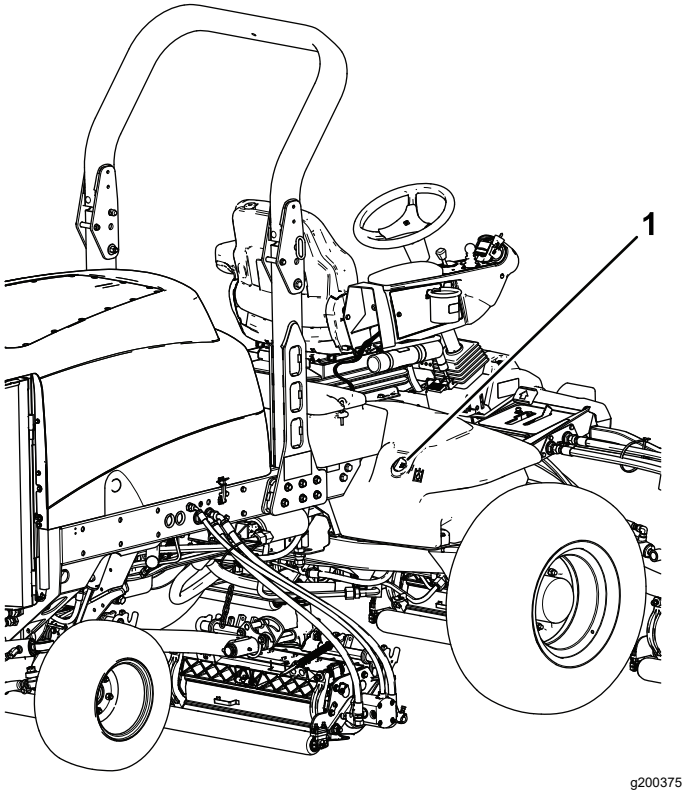

Figur 117
2. Rengør området omkring påfyldningsstudsen og hydrauliktankens dæksel (Figur 117).